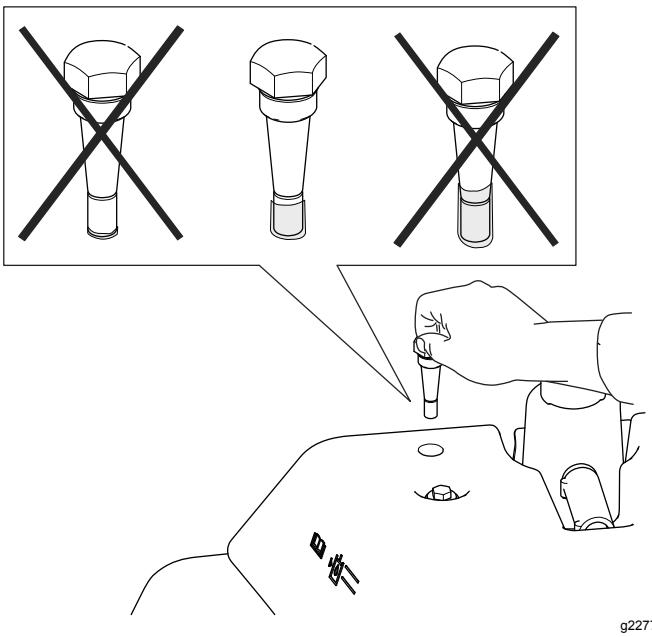

Figuur 56
4. Verwijder de peilstok en controleer het vloeistofpeil. Als het zich tussen de markeringen op het kijkglas bevindt, is er voldoende vloeistof. Als het vloeistofpeil niet tussen de markeringen ligt, moet u het vloeistofpeil dienovereenkomstig aanpassen (Figuur 56).